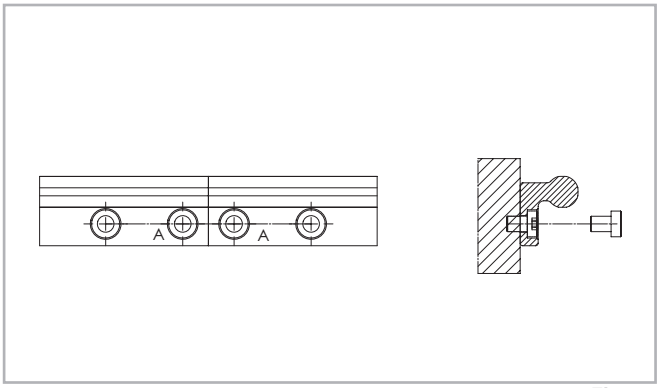

Fig. 27
(1) Fissare le guide singole sulla superficie di montaggio serrando tutte le viti tranne l'ultima sulla giunzione.
(2) Montare le viti di fissaggio terminali senza serrarle (vedere fig. 27).